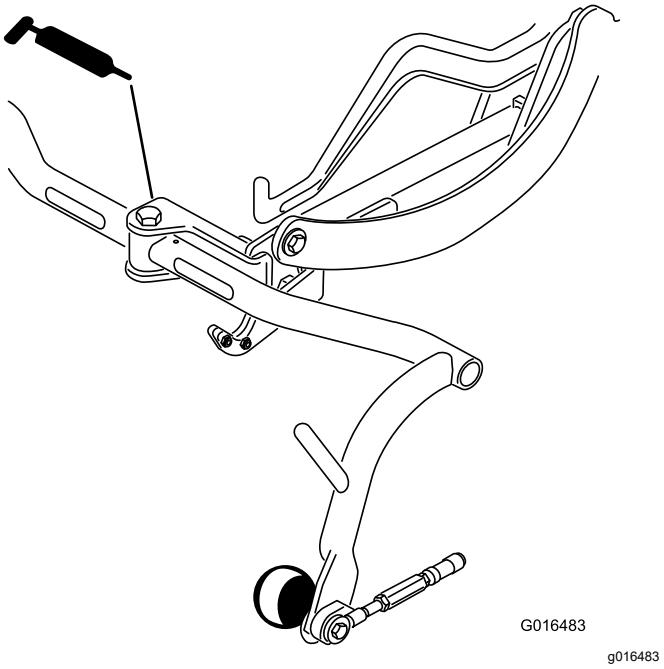

Rysunek 29
- Oś obrotu ramy nośnej (3) (Rysunek 29)